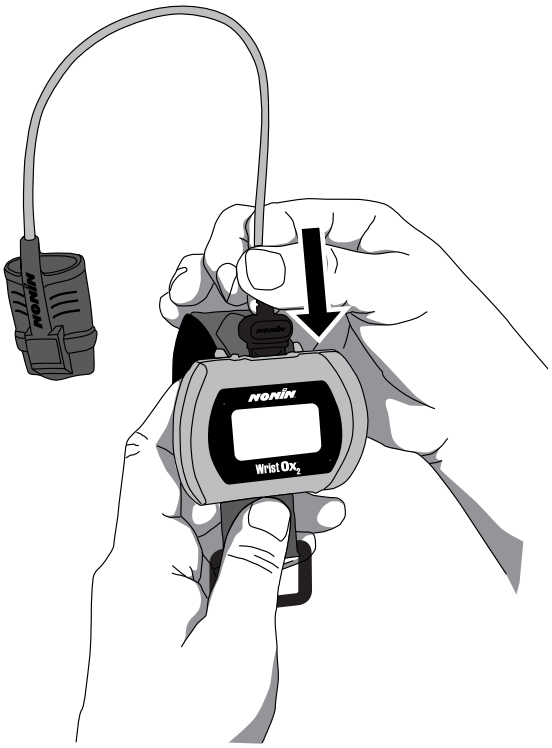

Figure 12 : Fixation du capteur
1. Insérez le connecteur du capteur dans la prise située sur le dessus de l'appareil (figure 12). Le logo Nonin sur le connecteur du capteur doit être du côté de l'avant de l'appareil.